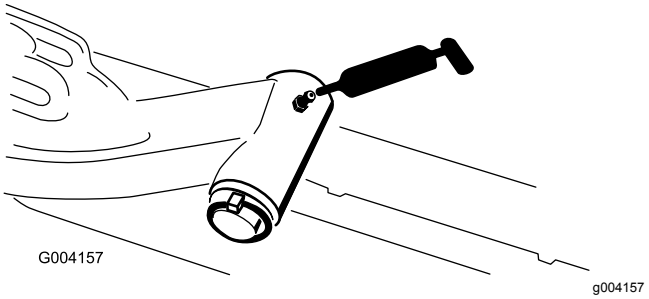

**Figur 46**
- Lyftarmens svängaxel (1 var) (Figur 46)